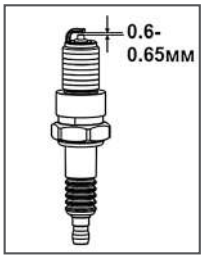

Рис. 13 Определение зазора свечи
Для эффективной работы двигателя, свеча зажигания должна иметь соответствующее калильное число, искровой зазор (Рис. 13) между электродами. Свеча не должна иметь наружных механических повреждений.
4. Измерьте зазор между электродами свечи зажигания специальным щупом. Зазор должен быть 0,6-0,65 мм (Рис. 13). При увеличении или уменьшении требуемого зазора рекомендуется заменить свечу, так как регулировка зазора может привести к изменению качества искрообразования.